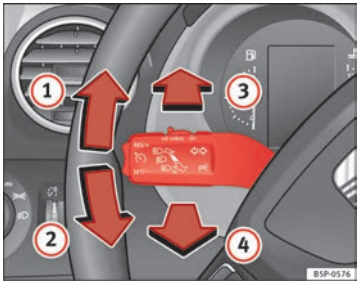

Fig. 77 Turn signal and main beam headlight lever
– Move the lever all the way up ⇒ Fig. 77 (1) to indicate **right**, and all the way down (2) to indicate **left**.
– If the dipped lights are on, push the lever forward ⇒ Fig. 77 (3) to switch on the main beam.
– Push the lever towards the steering wheel ⇒ Fig. 77 (4) to switch off the main beam.